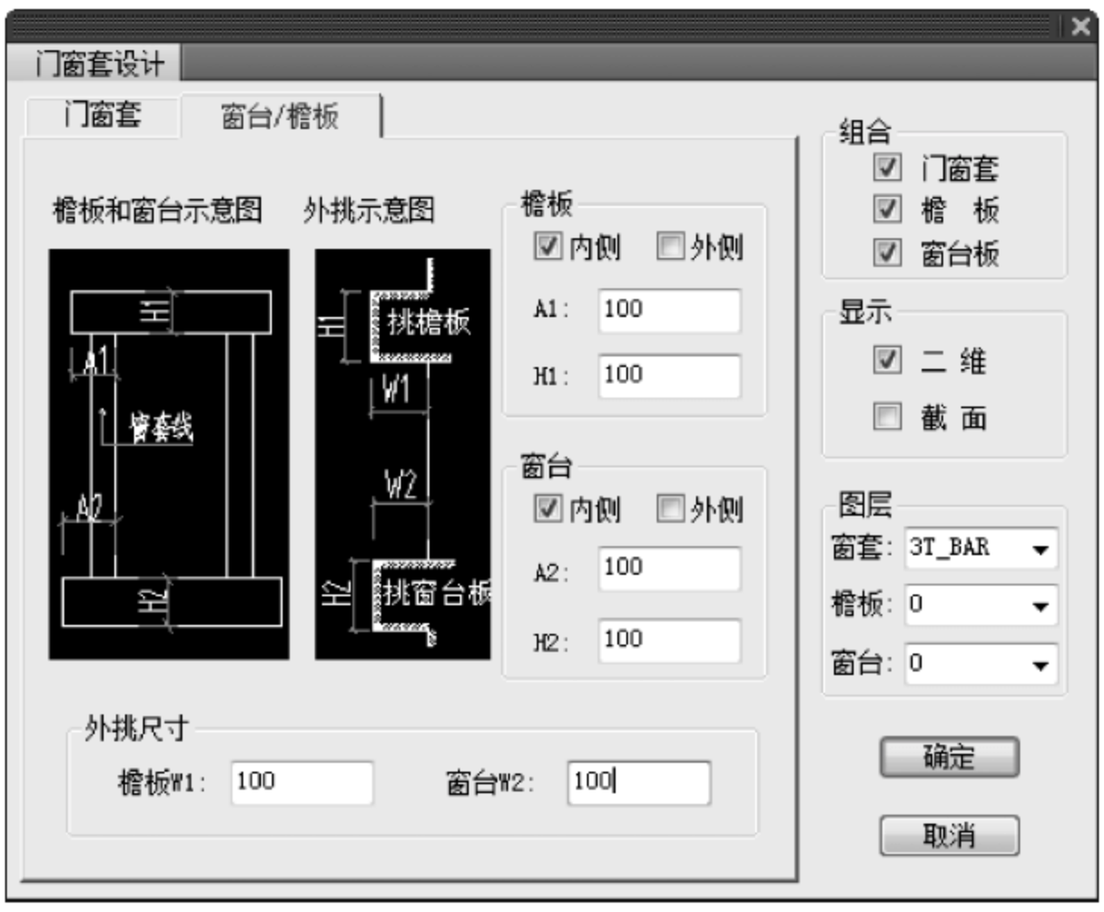
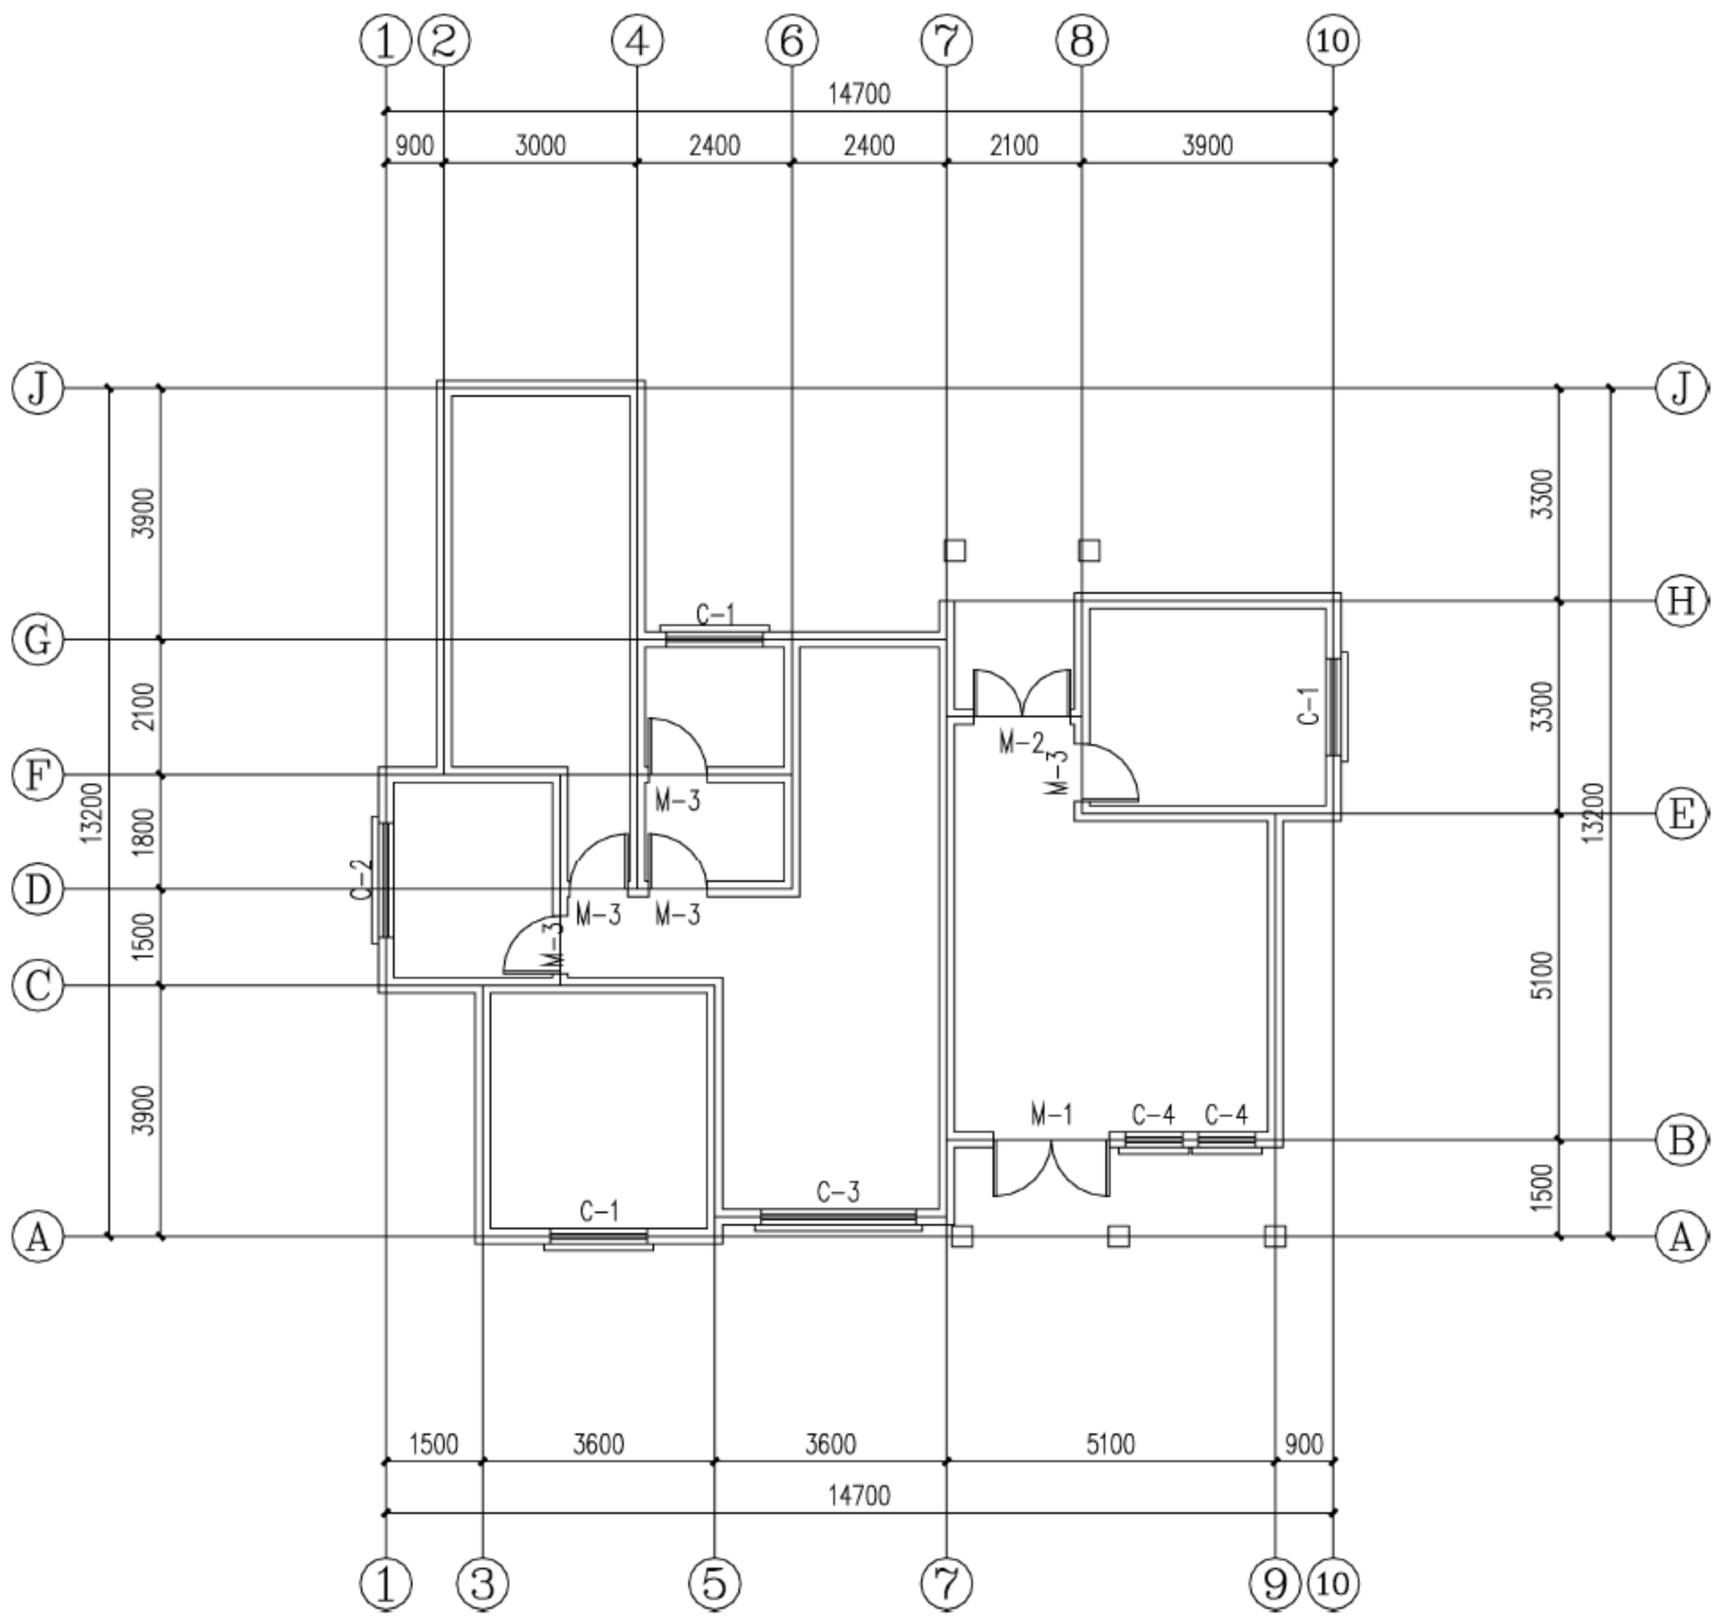

图 18-31　设置“窗台/檐板”选型卡参数
图 18-32　添加窗户装饰物
(8) 单击菜单中的“门窗”→“门窗工具”→“加装饰套”命令，打开“门窗套设计”对话框，选择“窗台/檐板”选型卡，并设置其相应的参数，如图 18-31 所示。单击绘图区域窗户处，选择建筑物需要设置窗台的位置，形成如图 18-32 所示的窗户形式。